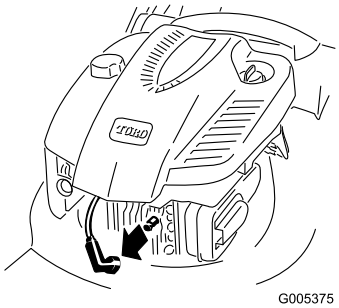

Figuur 22
2. Trek de bougiekabel los van de bougie (Figuur 22) alvorens onderhoudswerkzaamheden uit te voeren.